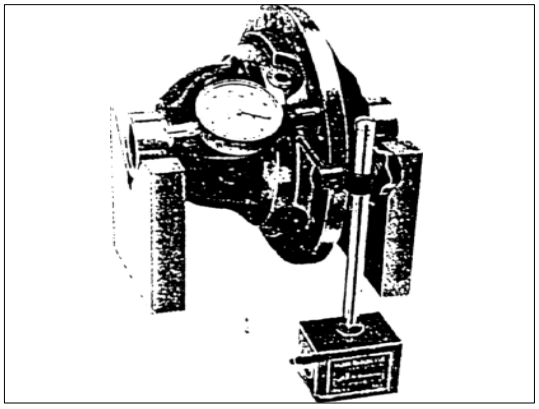

РИС. 348
8) Установите узел дифференциала на двух V-образных опорах и проверьте боковое биение посадочного места ведомой шестерни главной передачи (см. рис.348), максимальное допустимое биение поверхности составляет 0,06мм.